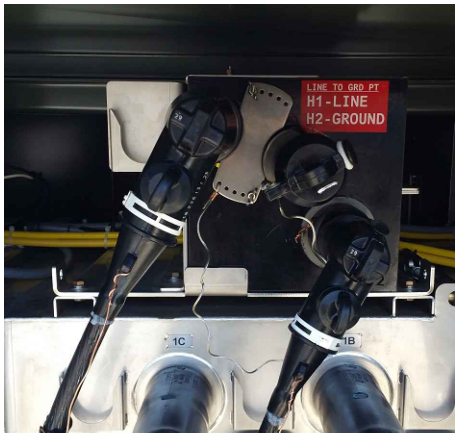

FIGURE 11A
O. THERE ARE TWO REDUNDANT POTENTIAL TRANSFORMERS (PTs) THAT ARE CONNECTED PHASE TO GROUND. PTs TO BE CONNECT ON THE SOURCE SIDE AND TIE POSITION OF THE SWITCH (IF NO TIE EXISTS ON SWITCH, CHOOSE POSITION WITH DOWNSTREAM TIE SWITCH). IF APPLICABLE, ON THE CENTER PHASE POSITION. PHASE CONNECTION TO THE P.T. IS TO BE MADE WITH A FUSED ELBOW AS THE P.T. DOES NOT HAVE ITS OWN PROTECTION. GROUND ELBOW TO BE STRIPPED AND CONNECTED TO A COPPER TAIL AND THEN HARD TAPPED TO THE GROUND RING BUS. SEE FIGURE 11A AND 11B.